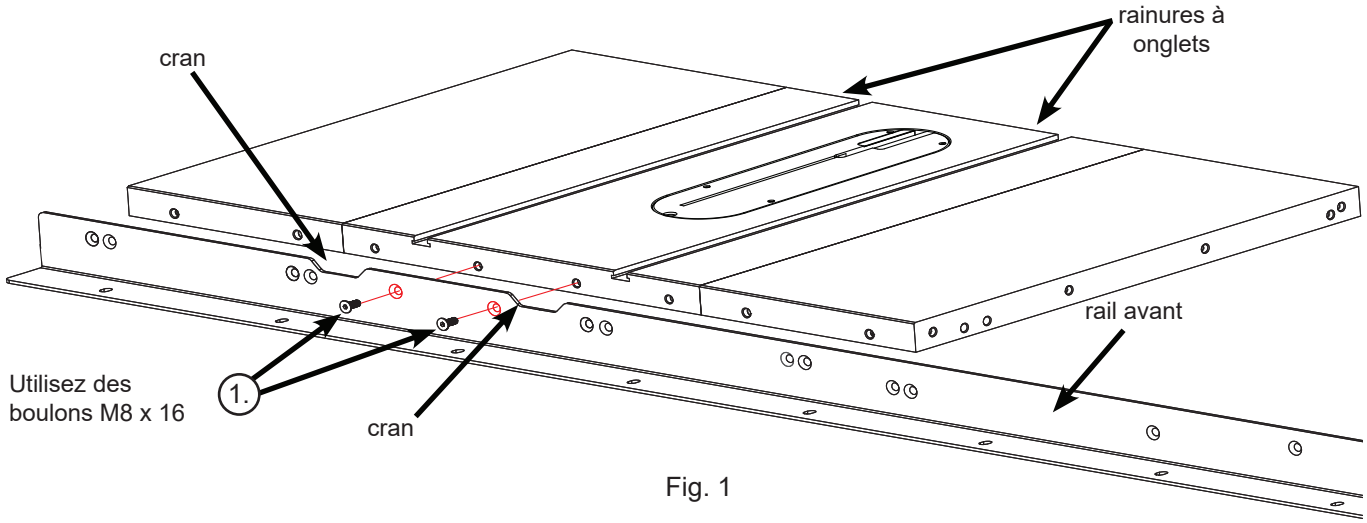

Fig. 1
1. Commencez à monter le rail avant (le plus long des deux rails) sur le bord avant de votre scie en centrant les crans dans le rail avec les deux fentes à onglets de la table, en alignant les deux trous du rail entre les crans aux trous correspondants dans le bord avant de la table et vissez un boulon fraisé à tête creuse M8 x 16 dans chaque trou (voir Fig. 1). L'alignement des deux trous entre les crans aligne tous les autres trous utilisés pour le montage du rail sur votre scie. Tous les trous ne sont pas utilisés pour monter le rail sur votre scie; différents trous sont utilisés pour différentes scies. Vissez les boulons dans les trous correspondants et serrez-les à l'aide d'une clé hexagonale de 5 mm.